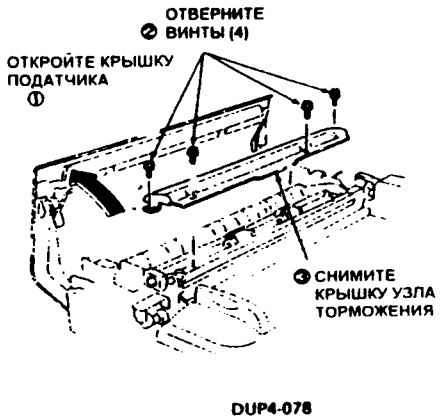

Рис. 1
2. (Рис. 1): Откройте узел податчика и снимите крышку узла торможения.